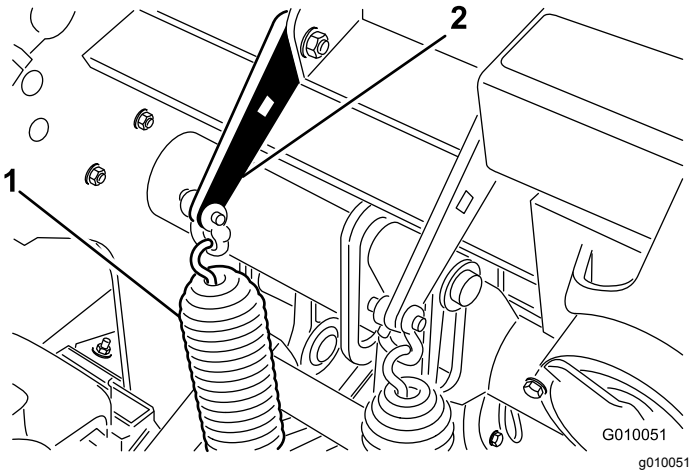

Figur 37
2. Lossa på vagnsbultmuttrarna som fäster fjäderfästena vid luftarhuvudet (Figur 37). Ta inte bort dem.